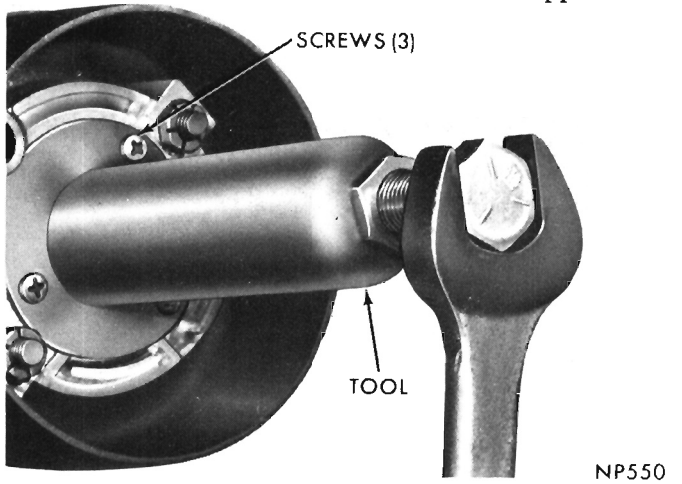

Fig. 4—Removing Steering Shaft from Upper Bearing
(5) Install steering shaft remover C-4044 (Fig. 4), and press shaft out of upper bearing. Slide steering shaft assembly out of column. **Do not bump or hammer on steering shaft to remove.**